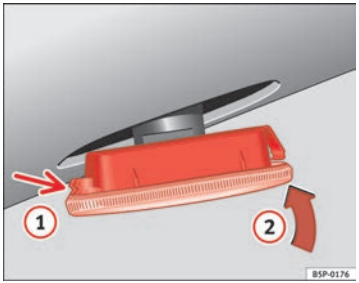

Fig. 197 Side indicator
- First place the indicator in the opening in the bodywork, fixing the tabs ⇒ fig. 197, arrow (1).
- Insert the bulb as shown by the arrow (2) ⇒ fig. 197. ■